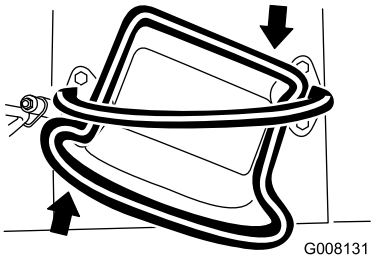

**Figur 10**
- Vrid drivreglaget medurs för att svänga åt höger (Figur 10).